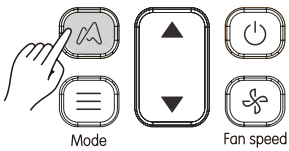

Рисунок 3.15
1) Нажмите кнопку (см. Рисунок 3.15), чтобы передать внутреннему блоку команду активации функции ETA. Отображается значок .